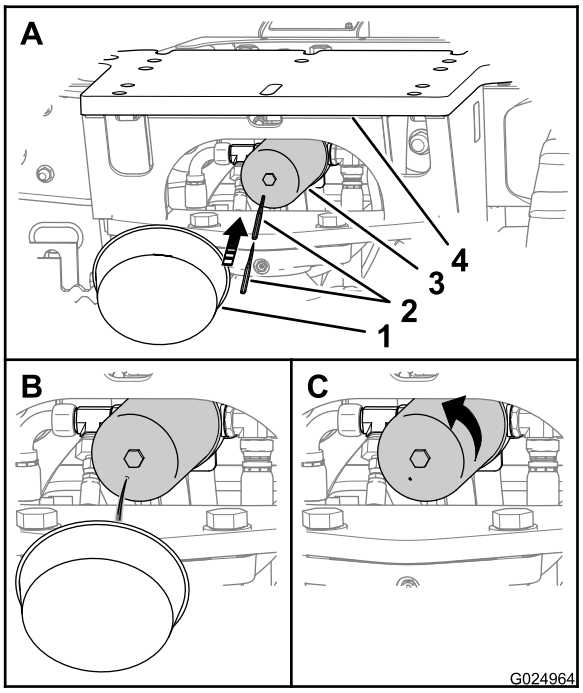

Rysunek 111
Informacja: Filtr powrotu hydraulicznego jest dostępny od dołu płyty tylnego osprzętu maszyny (Rysunek 111).
1. Umieść pojemnik pod filtrem powrotu hydraulicznego (Rysunek 111).
2. Przebij spód filtra powrotu hydraulicznego i poczekaj, aż znajdujący się w nim płyn hydrauliczny spłynie do pojemnika (Rysunek 111).
3. Obróć filtr hydrauliczny powrotny w lewo i wyjmij filtr (Rysunek 111).